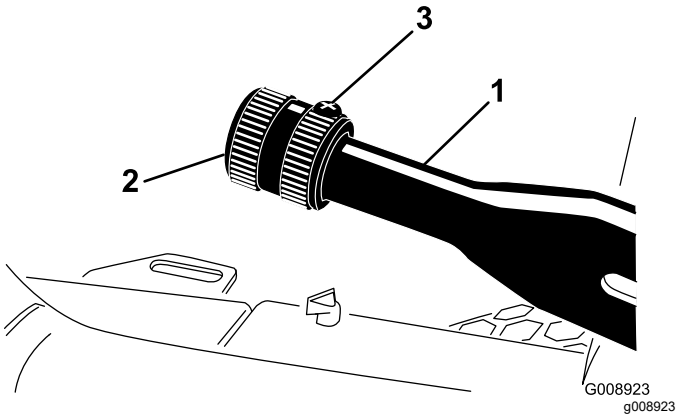

Figuur 79
2. Draai de stelschroef los waarmee de knop is bevestigd aan de parkeerremhendel (Figuur 79).